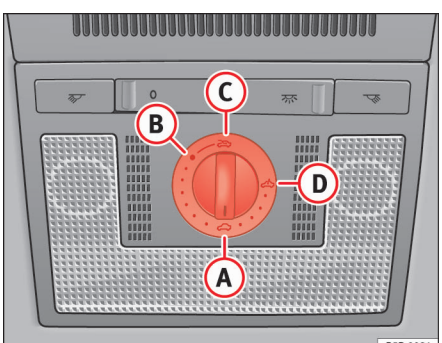

Fig. 68 Udsnit af loftet: drejekontakt til skyde-/vippetag
– Drej kontakten til position (A) ⇒ fig. 68 ⇒ ⚠.